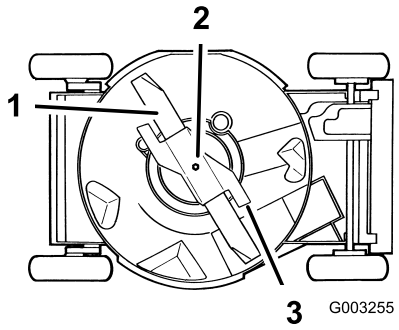

Figuur 30
4. Kantel de maaimachine op haar **rechter** zijde (Figuur 30).
Pak het uiteinde van het mes vast met een lap of een dikke handschoen. Verwijder de mesbout, de klemring, de versneller en het mes (Figuur 30).